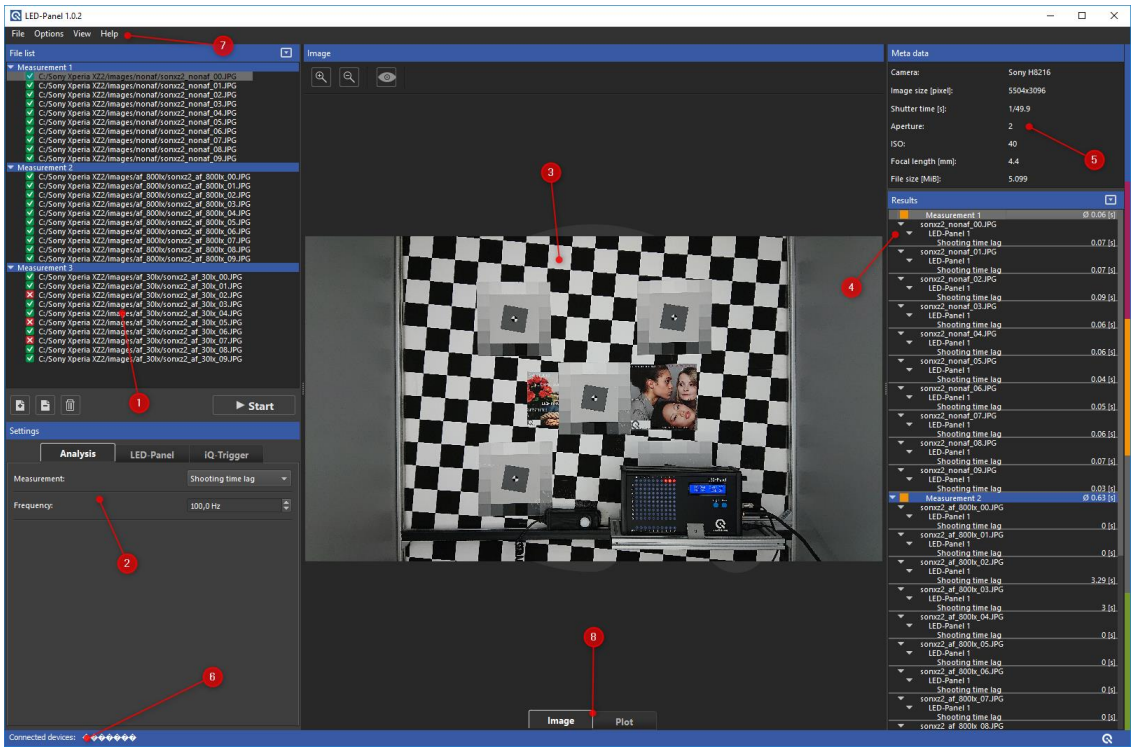
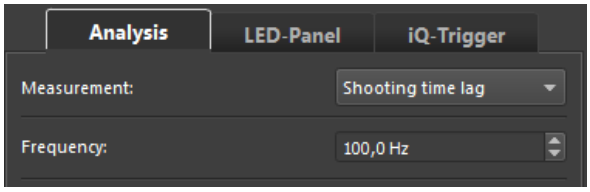

Figure 15
Figure 17
The graphical user interface (GUI) is divided into three major parts (see Figure 15)
- the file list and the setting control panel (Figure 15, ① & ②)
- the image view (Figure 15, ③)
- the results and the meta data view (Figure 15, ④ & ⑤).
The control panel (Figure 15, ②) is divided into three different tabs (Figure 17).
In the “Analysis tab” (Figure 17) you can choose the measurement method and the frequency. The set frequency is used to calculate the time shown by the LED-Panel in your images. For further details on how to measure different camera timings please refer to chapter 5 and ISO 15781.
The image view panel (Figure 15, ③) shows the image that is currently selected in the file list. With the +🔎-button you can zoom in. The -🔎-button resets the zoom level to fit the view panel.
The menu bar (Figure 15, ⑦) provides some quick accessible options.
The status bar (Figure 15, ⑥) at the bottom of the application shows the serial number(s) of the connected LED-Panel. By clicking a serial number the specific LED-Panel display will start flashing.